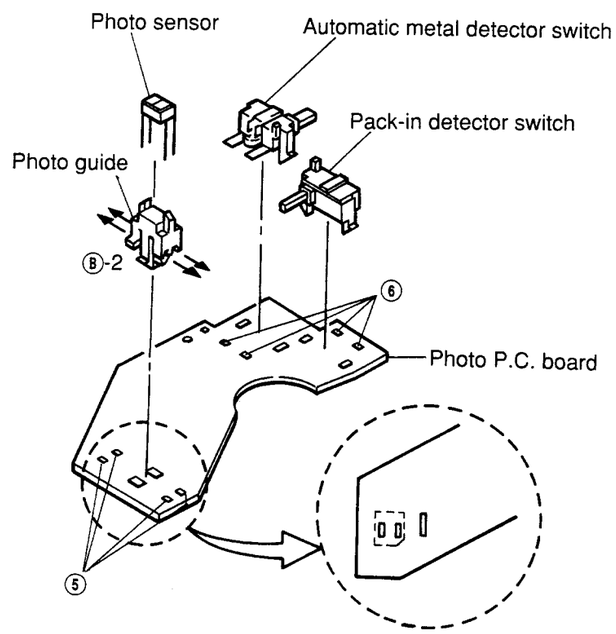

Figure 7
(1) Remove four solders ⑤ as shown in Figure 7.
(2) Remove the photo guide together with the photo sensor from the photo P.C. board as shown in Figure 7.
(3) Insert the new photo sensor into the photo guide, and bend the legs of the photo sensor in the direction marked Ⓑ-2 as shown in Figure 7.
(4) Insert the photo guide into the P.C. board and solder the legs so that the photo sensor is set as indicated by ⬚ in Figure 7.
(1) Remove 4 solders ⑥ with which the switch is fixed as shown in Figure 7.